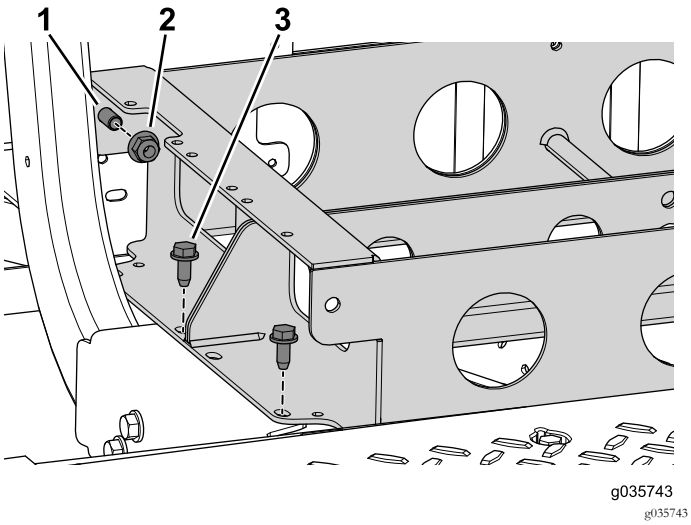

Figur 59
6. Fjern de fire boltene som fester batteriholderen på maskinen (Figur 59).
7. Fjern de to flensmutrene, men ikke de to boltene, som kobler den fremre og bakre batteriholderen (Figur 59).